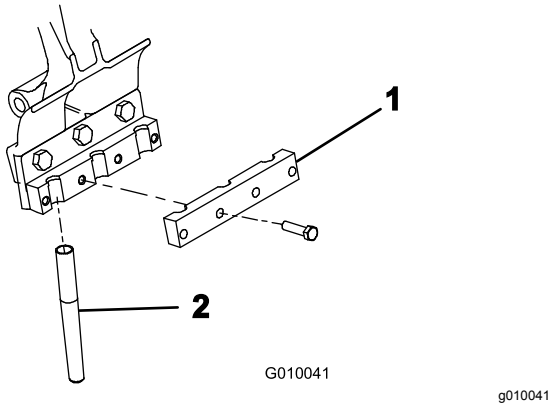

Figur 25
5. Montera en luftarpinnsbygel löst på varje luftarpinnshållare med fyra bultar (⅜ x 1½ tum) (Figur 25). Dra inte åt bultarna.